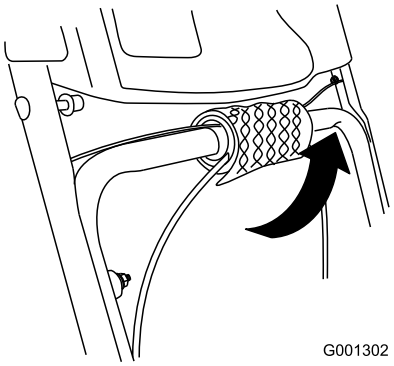

Figur 6
1. Plocka fram kabeländarna från det under handtaget (Figur 6).